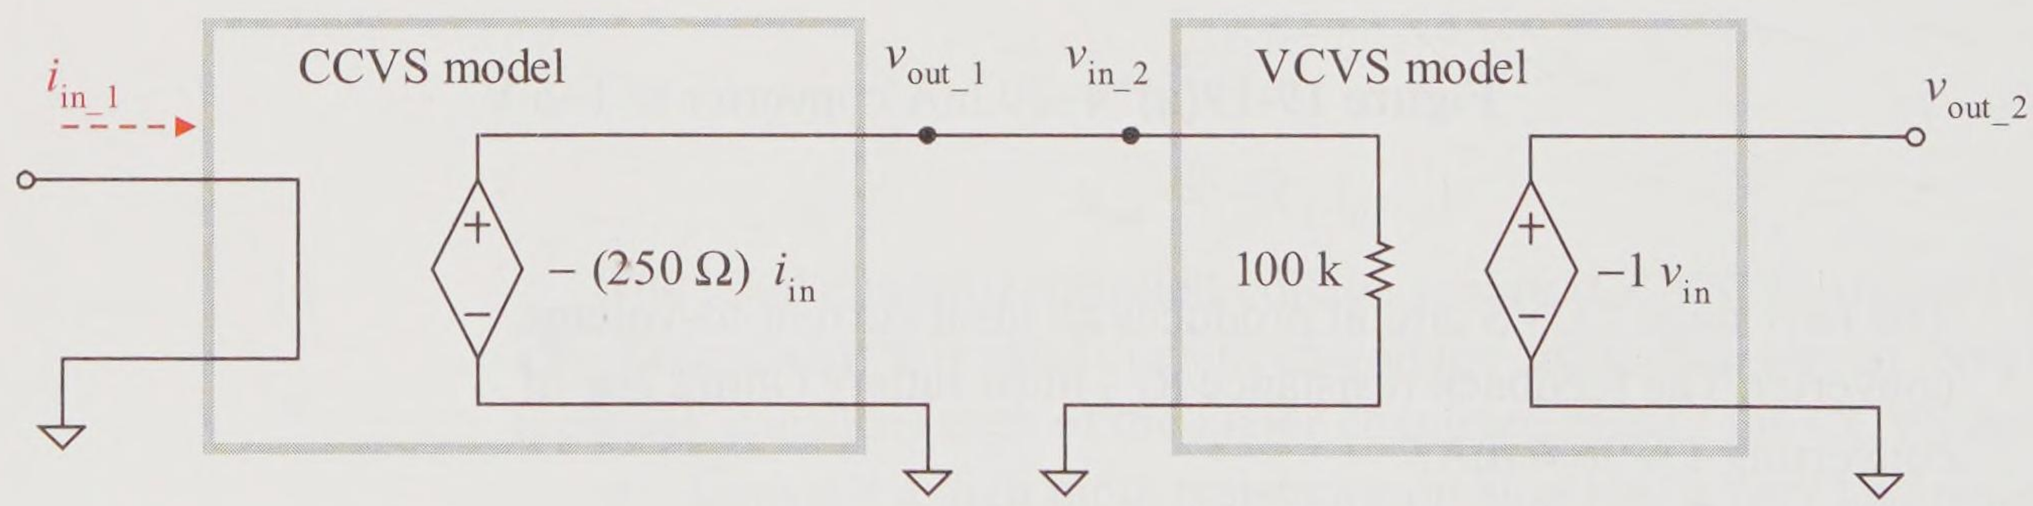

Figure 19-19(b) Example problem two-stage model
The two-stage model for this circuit is shown in Figure 19-19(b). Note the *compatible interfaces* between the stages. For example, the output voltage source (VS) of the first stage drives the input voltage control (VC) circuit of the second stage for maximum transfer of voltage. The input current source i_{in_1} should be from a high resistance source to transfer maximum current to the first stage. The output of the second stage v_{out_2} should drive a load with sufficient resistance to transfer maximum voltage to the load.
Use the model circuit of Figure 19-19(b) with an input control current of 8 mA and calculate the first stage dependent voltage source output, the first stage output voltage, the second stage